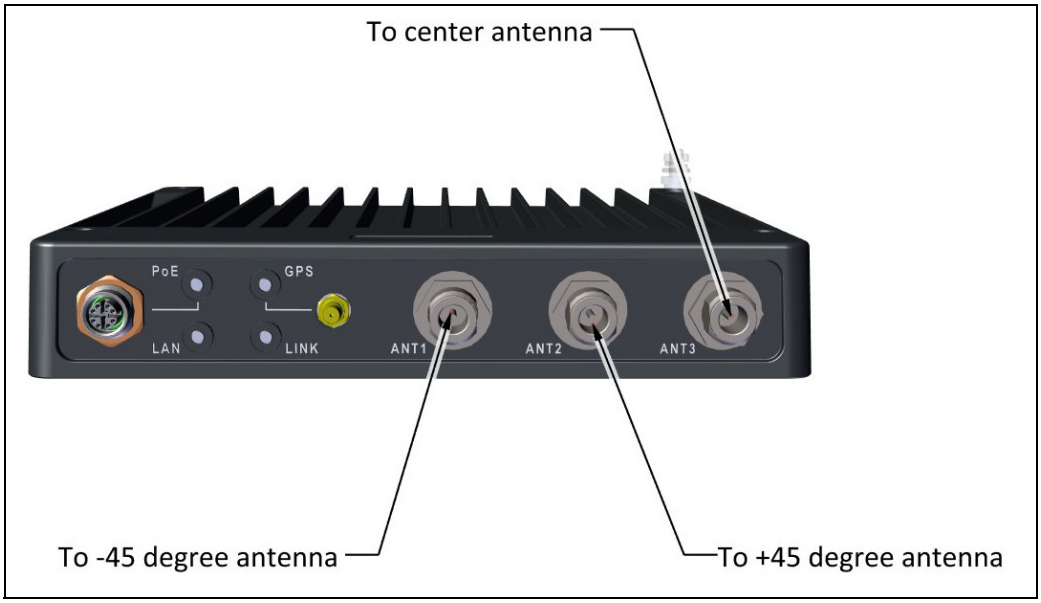

Figure 2-82: TMU antenna port connection scheme
- Connect the antenna ports of the TMU to the antennas as shown in Figure 2-82.